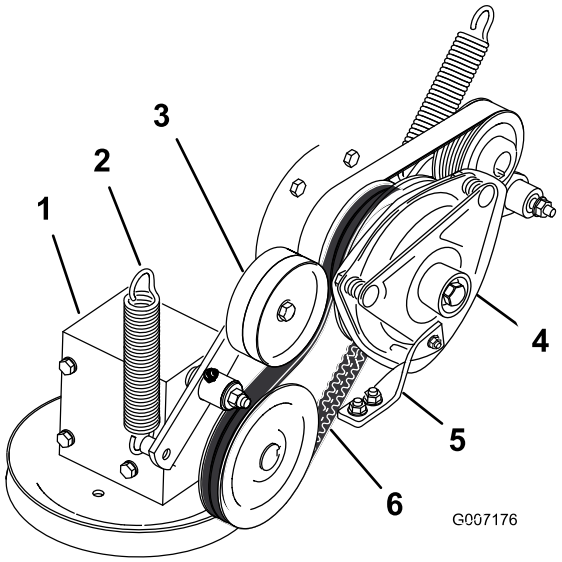

Figur 62
4. Demontera fjädern på remskivarmen (Figur 62).
7. Montera den nya kraftuttagsdrivremmen runt kopplingsskivan och växellådsskivan (Figur 62).
9. Montera fjädern på remskivearmen (Figur 62).